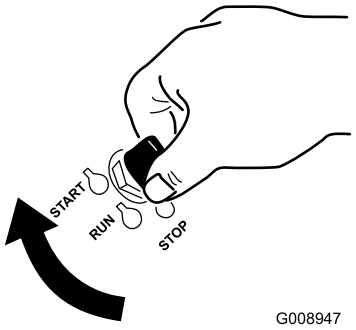

Figur 14
1. Drej tændingsnøglen til positionen Start (Figur 14). Slip nøglen, når motorerne starter.
7. Drej tændingsnøglen til positionen Start (Figur 14). Slip nøglen, når motorerne starter.